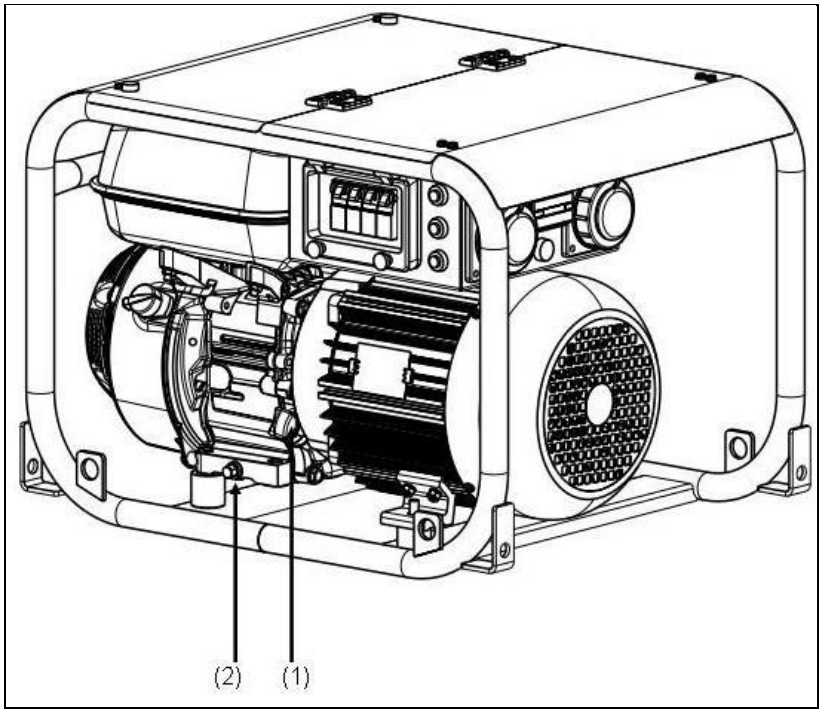

Abb. 6-1: Ölmessstab
1. Drehen Sie den grauen Ölmessstab *(Abb. 6-1-(1))* heraus.
2. Den Ölmessstab *(Abb. 6-1-(1))* mit einem sauberen Tuch abwischen.
3. Ölmessstab *(Abb. 6-1-(1))* wieder einführen und wieder herausziehen. Befindet sich der Pegel über der oberen Marke muss Öl abgelassen werden, unter der unteren Markierung muss Öl nachgefüllt werden.
2. Behälter zum Auffangen des Öles unter der Ölablassschraube *(Abb. 6-1-(2))* in Position bringen.
3. Ölablassschraube *(Abb. 6-1-(2))* herausschrauben und Öl komplett ablaufen lassen.
5. Ölablassschraube *(Abb. 6-1-(2))* wieder eindrehen.